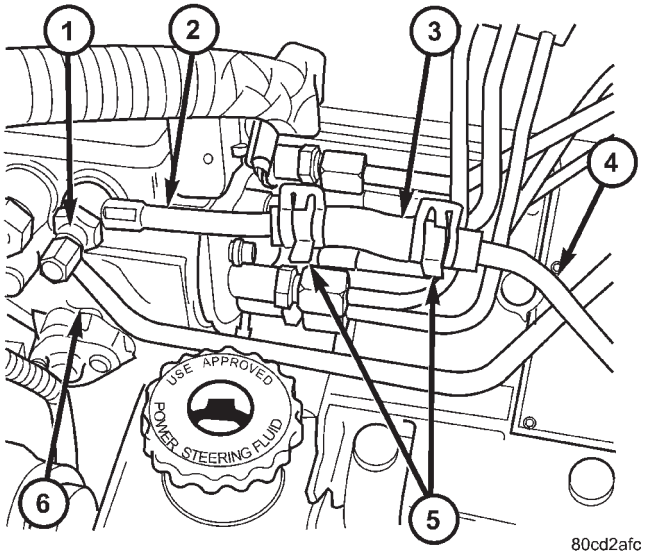
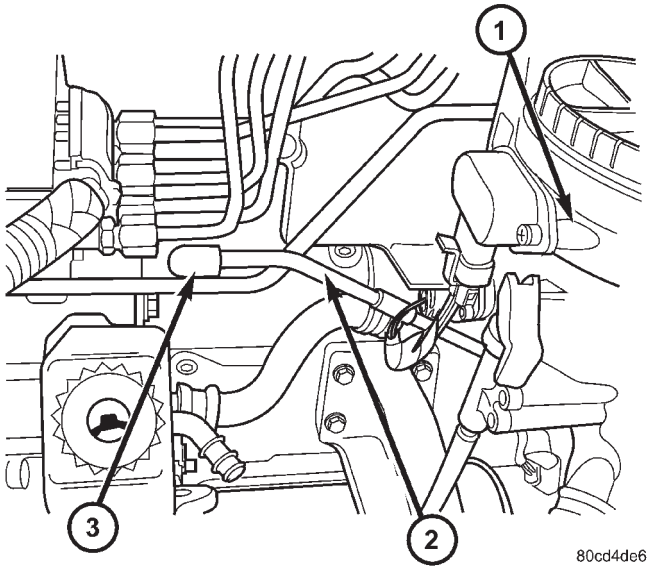

Fig. 6 FUEL HOSE AT FUEL FILTER
Fig. 7 CAPPING OFF FUEL FILTER OUTLET LINE
(2) Disconnect rubber fuel hose located between VP-44 pump and fuel filter/water separator (Fig. 6). To allow easier hose removal, remove test port fitting and fuel inlet line at VP-44 pump (Fig. 6). To plug / seal system, install 3/8” rubber cap to this outline line (Fig. 7).